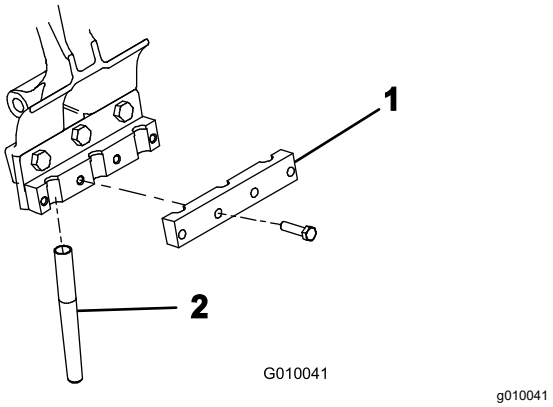

Figur 24
5. Monter en tineklemme løst på hver tineholder (Figur 24) med 4 bolte (⅜" x 1½"). Tilspænd ikke boltene.